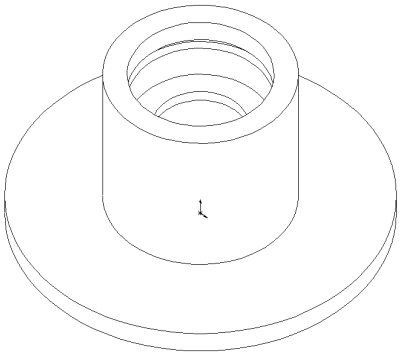

Рисунок 4.7 - Деталь - Повернутая бобышка/основание
3. К эскизу применяется инструмент *Повернутая бобышка/основание* (рис. 4.7).